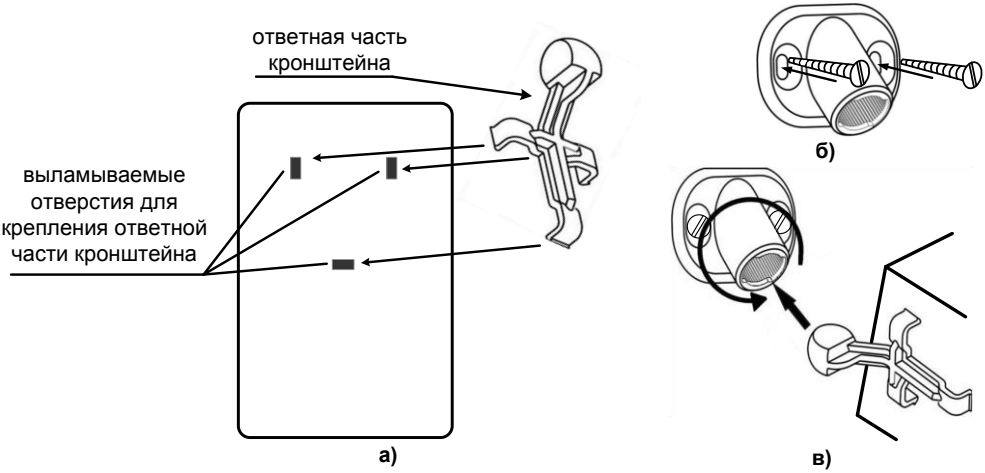

Рис.11 Установка кронштейна и сигнализатора
3. Проведите разметку отверстий для монтажа с учетом положения отверстий в основании кронштейна. Закрепите основание кронштейна на выбранном месте стены (рис.11б).
4. Установите на основание сигнализатора ответную часть кронштейна, предварительно удалив заглушки (рис.11а).
7. Соедините части кронштейна и поверните сигнализатор в нужное положение (см.рис.11в).